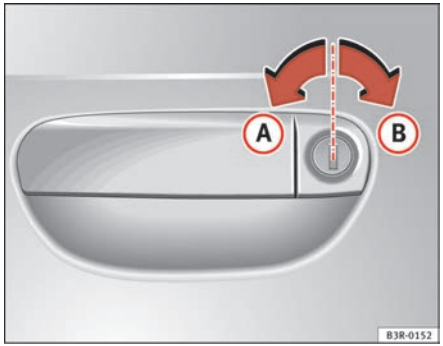

Fig. 70 Turning the key to enable the open and close functions
– To unlock the vehicle, turn the key in the driver's door to position (A) ⇒ fig. 70.
– To lock the vehicle, turn the key in the driver's door to position (B) ⇒ fig. 70 ⇒ ⚠.
To do so, turn the key in the driver's door **twice** in quick succession to position (B) ⇒ fig. 70.